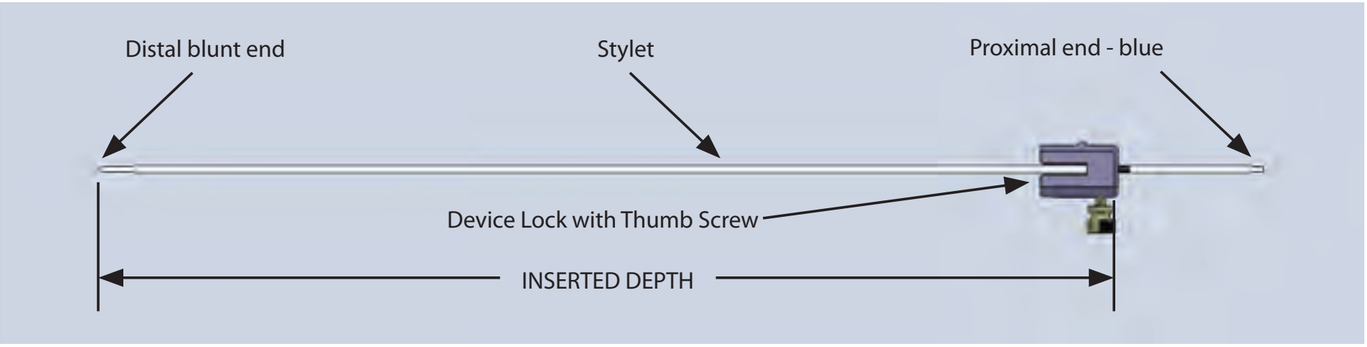

Figure 17: Stylet and Device Lock
4. Position the Device Lock on the depth mark on the Stylet and tighten the white thumb screw. The inserted depth of the Stylet is defined by the proximal side face of the Device Lock to the distal tip of the Stylet. Confirm the length using the Ruler. **See Figure 17**.
5. Set the inserted depth on the device from the distal end of the device to the top of the Device Lock using the Ruler. Lock the device to the Device Lock with the white thumb screw. Verify the measured inserted depth. Alternately, the bottom of the Depth Stop can be located at the appropriate position and locked into place on the device with the red thumb screw prior to inserting the device into the Device Lock. **See Figures 17 and 18** for similar placement of the Depth Stop or Device Lock onto Stylet.